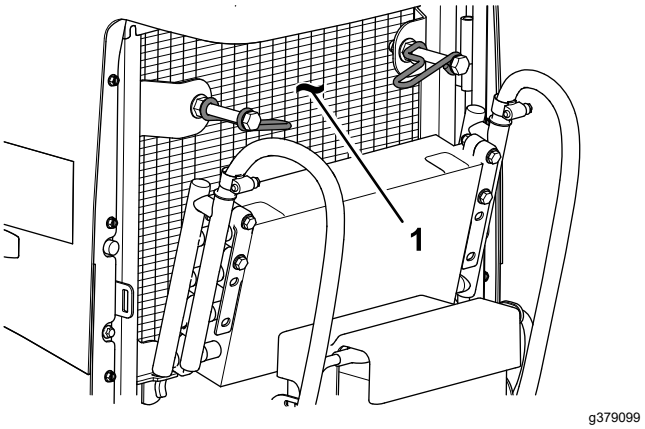

Figuur 114
8. Reinig beide zijden van de oliekoeler en de radiateur grondig Figuur 114) met perslucht.